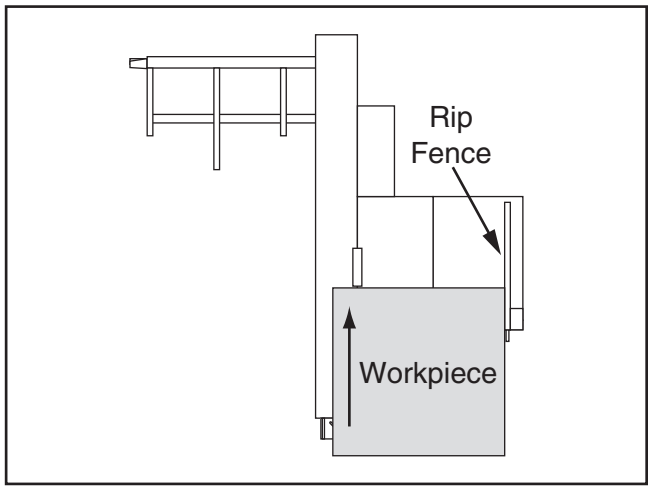

Figure 107. Traditional rip cut with rip fence.
This saw also has the capability of rip cutting smaller boards, using the machine as a traditional table saw (see **Figure 107**). Smaller, lighter boards are easier to slide across the stationary cast iron table surface to the right of the saw blade.
9. Load workpiece onto table saw. The setup should look similar to **Figure 107** on **Page 57**.